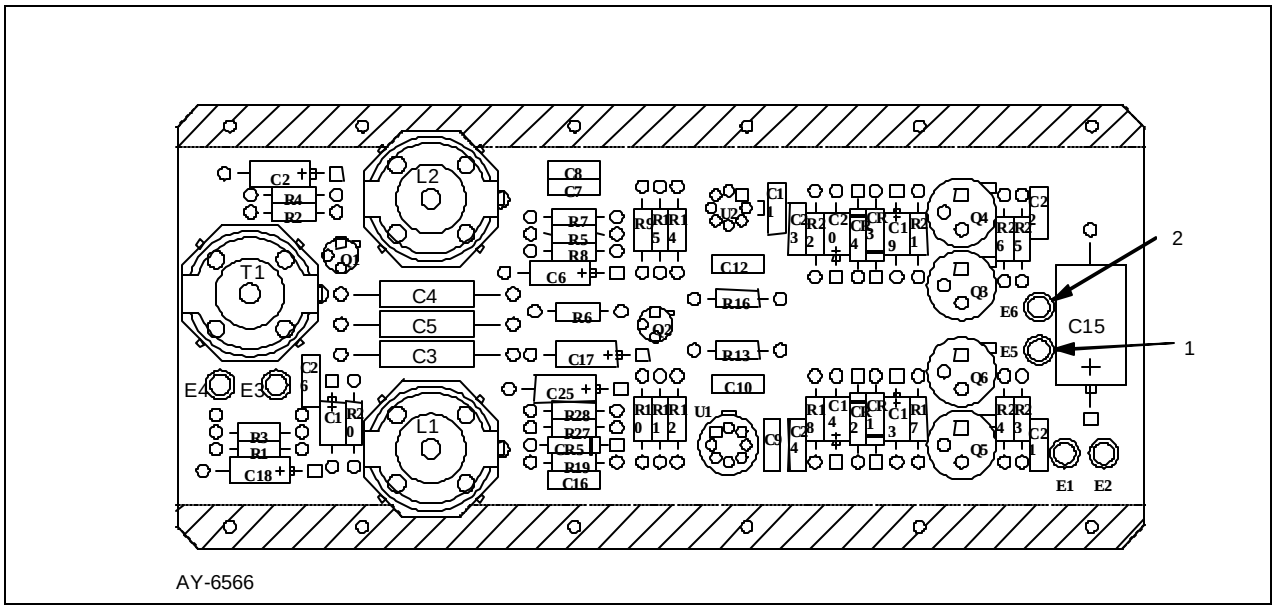

Figure 3-13. Doppler Amplifier CCA, P/N AY6706566-0
e. Output signal: using oscilloscope AC mode, verify following waveforms on terminals E5 (1) and E6 (2) of Doppler Amplifier CCA (see **Figures 3-13 and 3-14**).